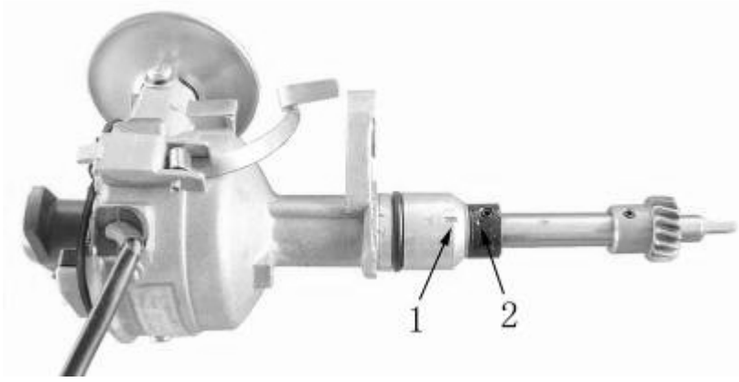

Figure 63
4) Insert the screwdriver into the hole, turn the drive of oil pump shaft until parallel to the crankshaft (**See** Figure 62**,**Figure 63)
5) Align the mark 2 on the shaft of distributor to the mark 1 on the aluminum housing (**See** Figure 63)